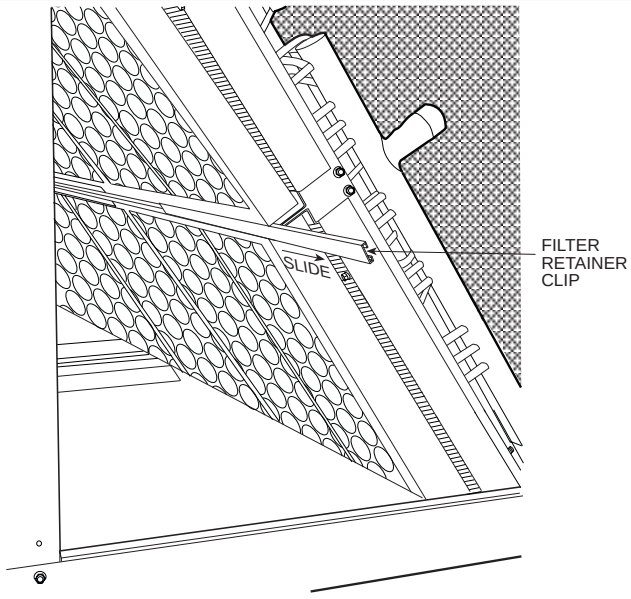

Fig. 20 — Remove Filter Retainer Clip
2. Remove the filter retainer clip (see Fig. 20).